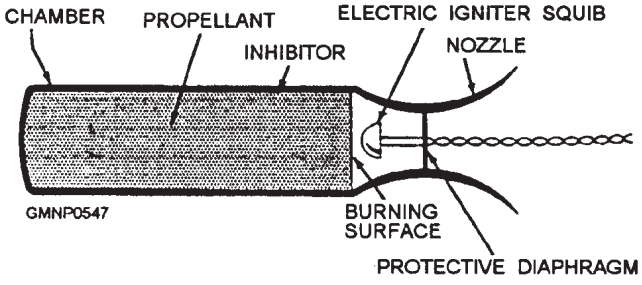

**Figure 9-20.—Components of a solid-fuel rocket motor, with end burning grain.**
Although there are solid- and liquid-fuel rockets, the majority of SMS missiles have solid-fuel rocket motors. The major elements of such propulsion units include (1) propellant, (2) combustion chamber, (3) igniter or squib, and (4) exhaust nozzle (fig. 9-20).